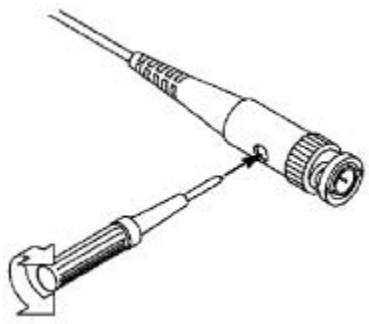

Рисунок 4-8 Компенсация пробника
2. Проверьте форму сигнала на осциллограмме и добейтесь правильной компенсации пробника (см. рис. 4-7 и рис. 4-8).